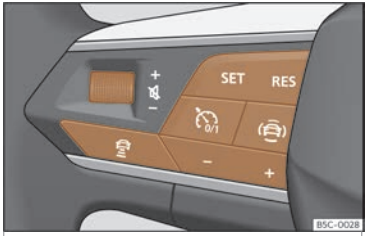

Fig. 161 Al volant multifunció:botons per fer servir l'ACC
El vostre vehicle disposa d'ACC si disposa de menú de configuració en el sistema d'Infotainment››› pàg. 94 , i si disposa dels botons propis de la funció ACC al volant multifunció ››› fig. 161.
- Per començar la regulació, premeu el botó SET >>> fig. 161.
Per programar la velocitat, premeu els botons + o –>>> fig. 161 fins a la velocitat desitjada. L'ajust de la velocitat es realitza en intervals de 10 km/h (5 mph).
- Premeu el botó i, a continuació, el botó + o –>>> fig. 161.